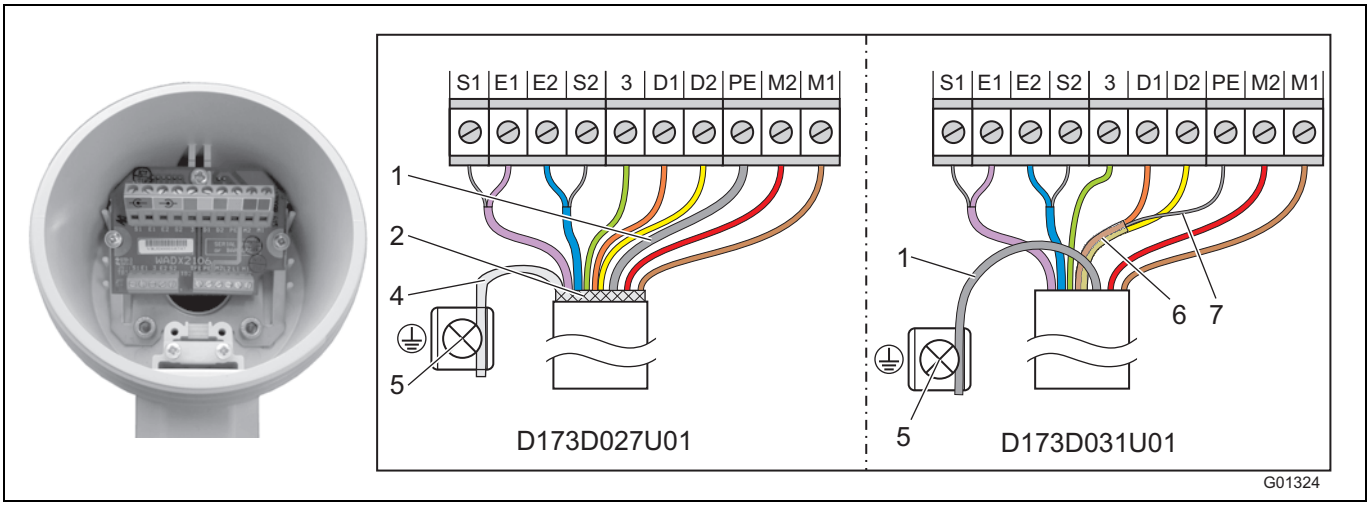

Afb. 34
Het kabeluiteinde voor de meetwaardeomvormer monteren zoals afgebeeld in Afb. 34.
- Alle andere aders aansluiten zoals afgebeeld in Afb. 34.